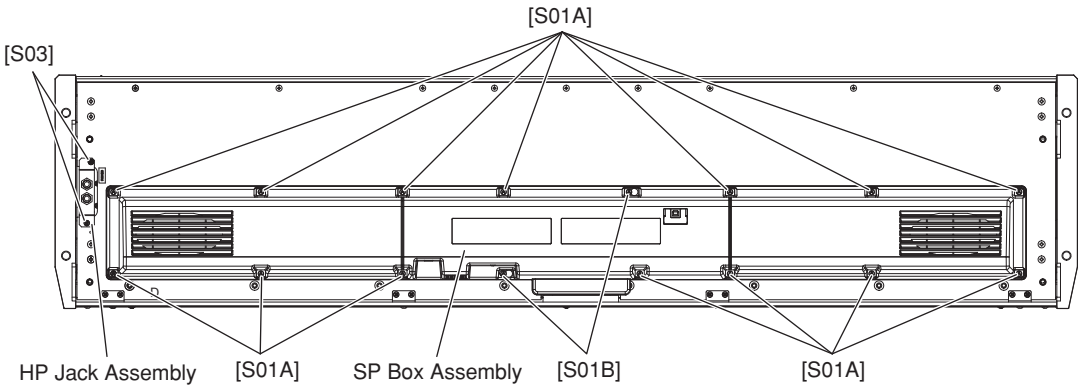
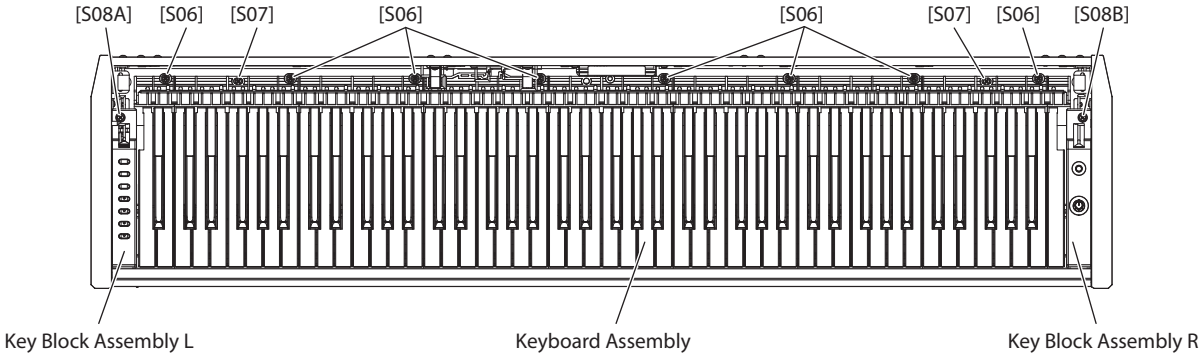

Fig.1
Fig.5
1. Remove the fourteen (14) screws marked [S01A]. (Fig.1)
2. Loosen the two (2) screws marked [S01B] and slide the SP box assembly toward the left. The SP box assembly can then be removed in a downward direction. (Fig.1)
3. Remove the screw marked [S08A]. The key block assembly L can then be removed. (Fig.5)
* ***When removing the key block assembly (L), be careful not to damage the damper fixture on the arm assembly (L).***
3. Remove the screw marked [S08B]. The key block assembly R can then be removed. (Fig.5)
4. Remove the two (2) screws marked [S03] from the bottom surface of the key bed, and remove the GND wire connecting screw from the key block assembly side of the key bed. The HP jack assembly can then be removed. (Fig.1, Fig.5)
* ***When removing the HP jack assembly, be careful not to allow HP circuit board parts to catch and pull the wire PL connected to the arm assembly (L).***
5. Remove the two (2) screws from the wire cover. The wire cover can then be removed.
6. Remove the eight (8) screws marked [S06] and the two (2) screws marked [S07]. The keyboard assembly can then be removed. (Fig.5)
6. Remove the four (4) pieces of conductive adhesive tape. (Fig.5)